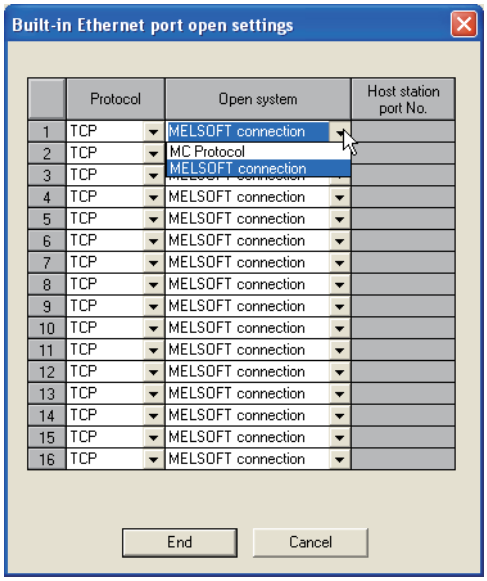

Figure 7.4 Built-in Ethernet port open settings screen
2) Set the connection for GX Developer (MELSOFT connection). (Refer to Figure 7.4.)